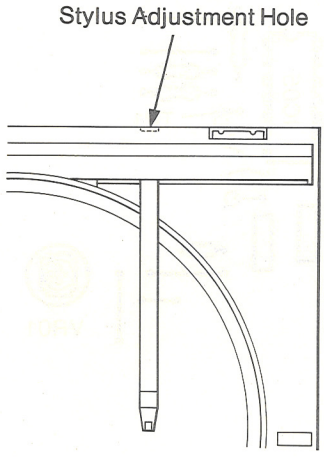

Fig. 1
3. Press ◄ button on the control panel to shift the tonearm to the place as indicated in Fig. 1.